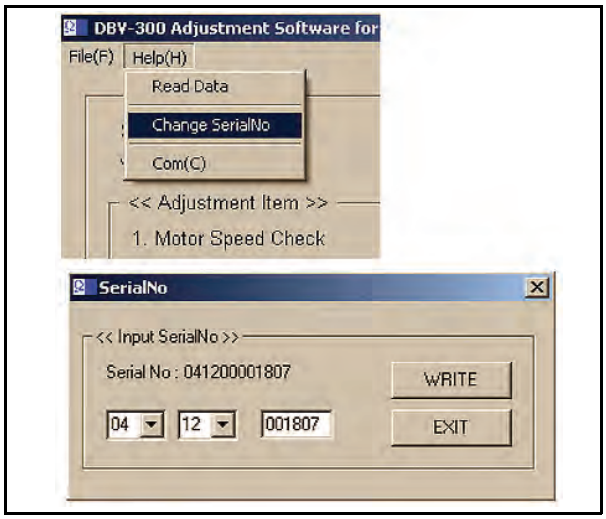

Figure 6-10 Serial Number Input Screen
3. Record the DBV-300 unit's Serial Number and write it into memory by selecting the menu bar's [Help/Change Serial No.] pull down menu (See Figure 6-10).